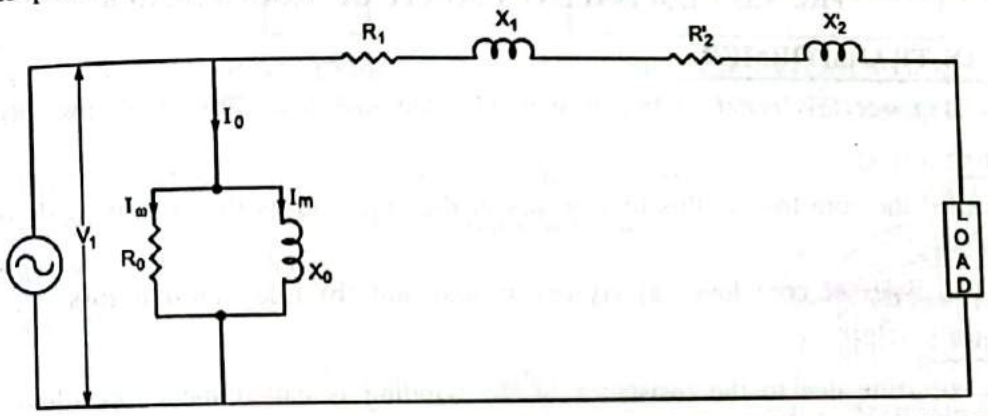

FIG. 3.31 : APPROXIMATE EQUIVALENT CIRCUIT OF THE TRANSFORMER
- Therefore the parallel branch $R_0 \,||\, X_0$ is shift to the input terminal side as shown in Fig. 3.31.
- Fig. 3.31 shows the approximate equivalent circuit of transformer